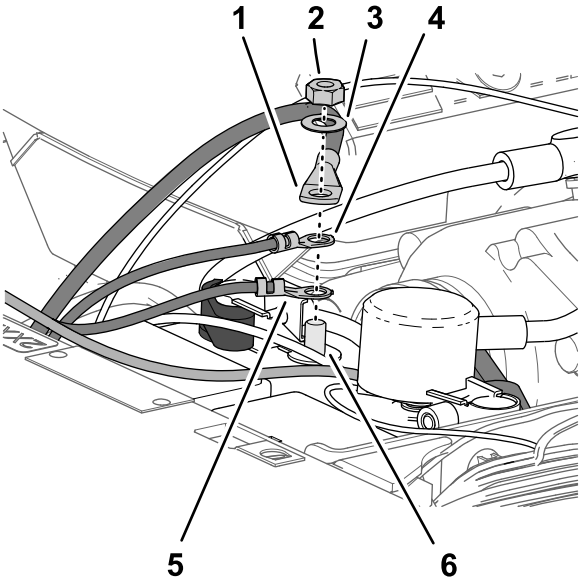

Figuur 212
5. Koppel de volgende draad- en kabelklemmen aan op de pool met schroefdraad van de minklem van de accu (Figuur 212). Hou de volgende volgorde aan: